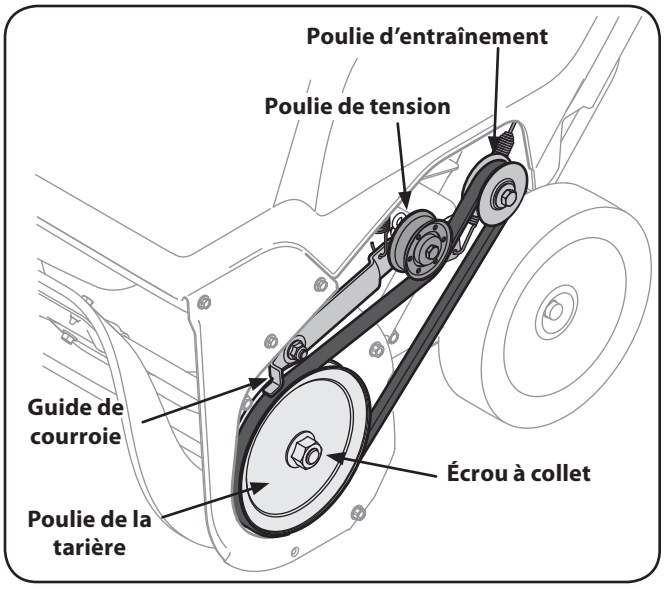

Figure 7-3
7. Pour remplacer la courroie, suivez les instructions ci-dessous et consultez la Fig. 7-3.
a. Faites passer la courroie sur la poulie d'entraînement et sous la poulie de tension. Voir la Fig. 7-3.